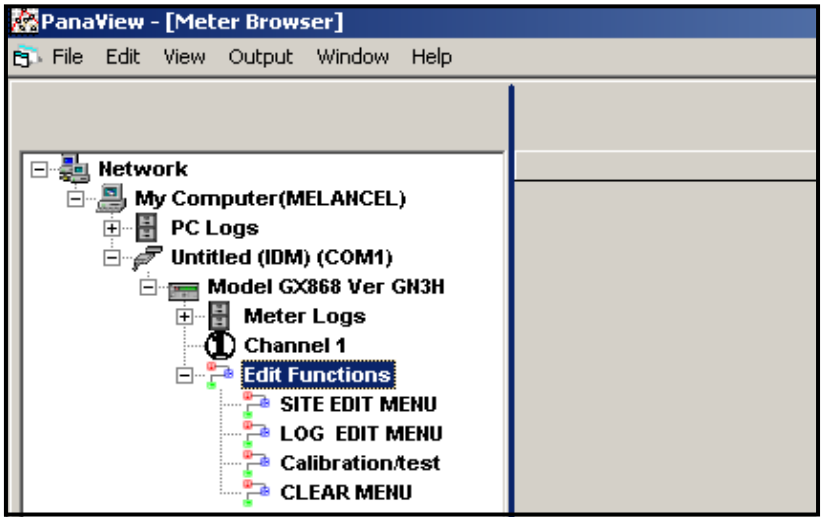

Figure 35: Meter Tree with *Edit Functions* Option
4. From the meter tree, expand the *Edit Functions* option. The window now appears similar to *Figure 35*, with a list of available menus. The menus listed are those available on the meter.